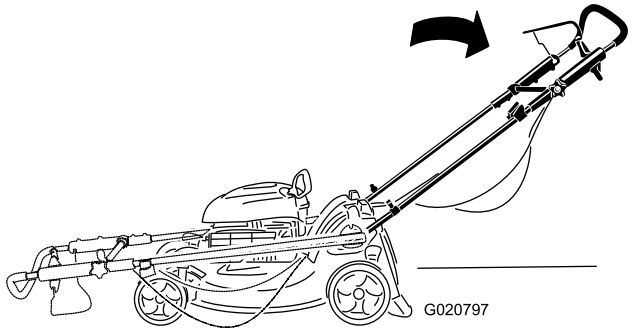

Figur 3
1. Fold håndtaget ud som vist i Figur 3.